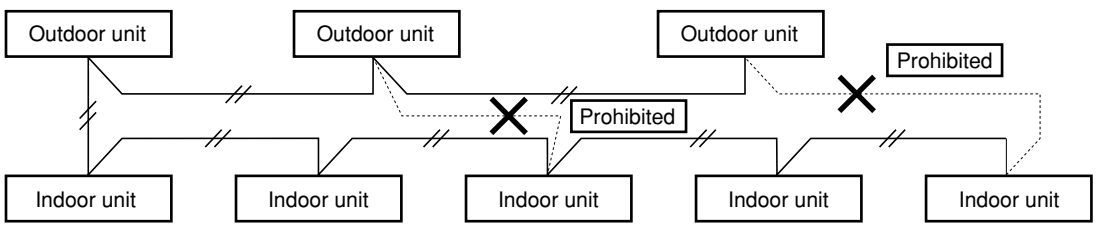

**Fig. 5-1**
**(1) When linking outdoor units in a network (S-net link system), disconnect the terminal extended from the short plug (CN003, 2P Black, location: right bottom on the outdoor main control PCB) from all outdoor units except any one of the outdoor units.**
**(2) Do not install the inter-unit control wiring in a way that forms a loop. (Fig. 5-1)**